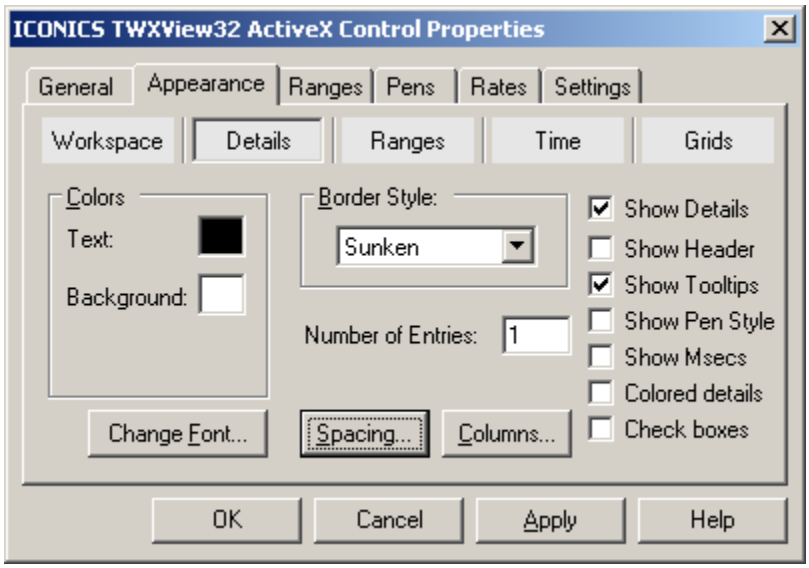

Figure L13.29 - Trend Viewer Appearance: Details
12. Click on “OK” to return to the Appearance tab, as depicted in Figure L13.29.